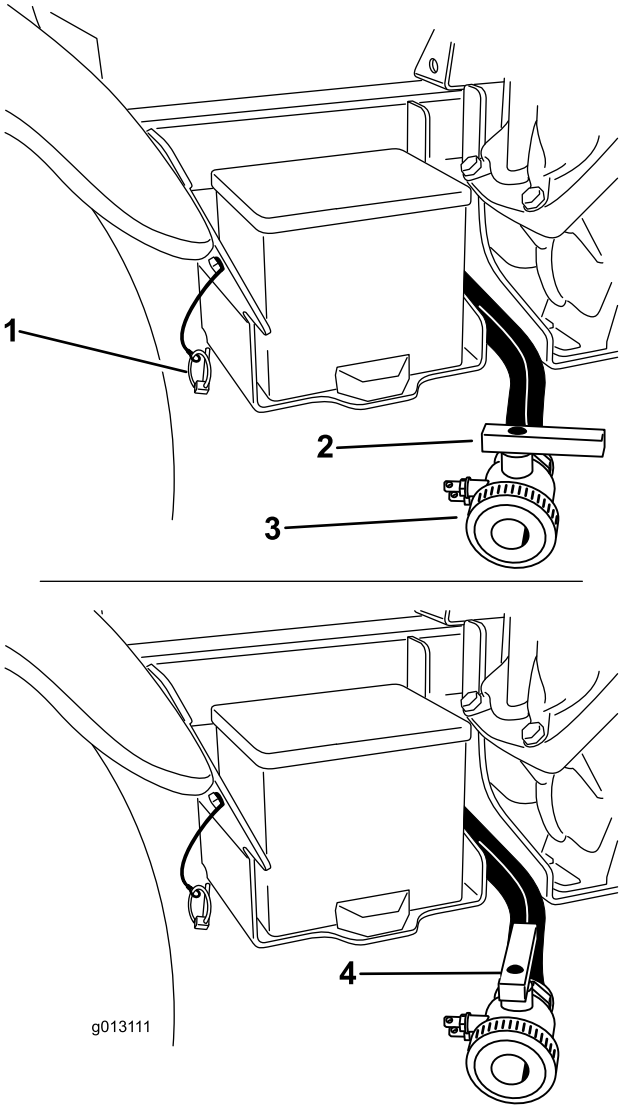

Figur 28
B. Åbn ventilen for at dræne eventuelt ubrugt materiale fra tanken, og bortskaf det i henhold til den lokale lovgivning og materialeproducentens vejledning (Figur 28). Det gør det muligt at dræne eventuelt restmateriale fra slangen.
3. Når tanken er helt tom, lukkes aftapningsventilen, og ventilen monteres på beslaget med ringstiften, der tidligere blev fjernet (Figur 28).